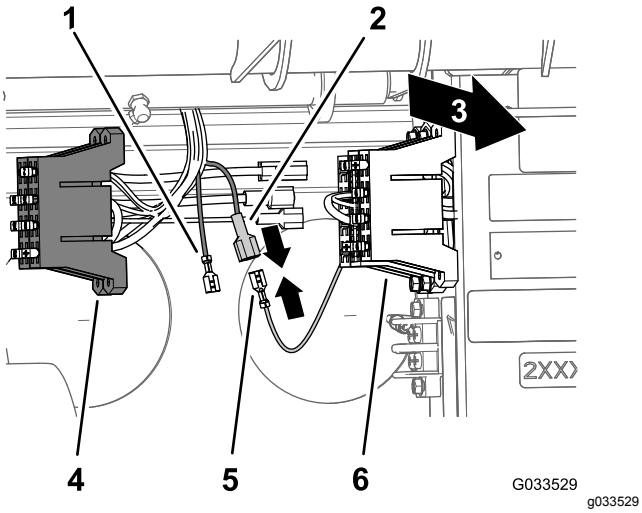

Figur 25
2. Finn den uisolerte mottakerklemmen på enden av den åpne, gule strømledningen i maskinens sikringsblokk og den isolerte bladklemmen på enden av den gule valgfrie strømledningen til sprederledningssatsens sikringsblokk (Figur 25).
3. Koble den uisolerte mottakerklemmen i maskinens sikringsblokk til den isolerte bladklemmen på enden av sprederens sikringsblokk (Figur 25).